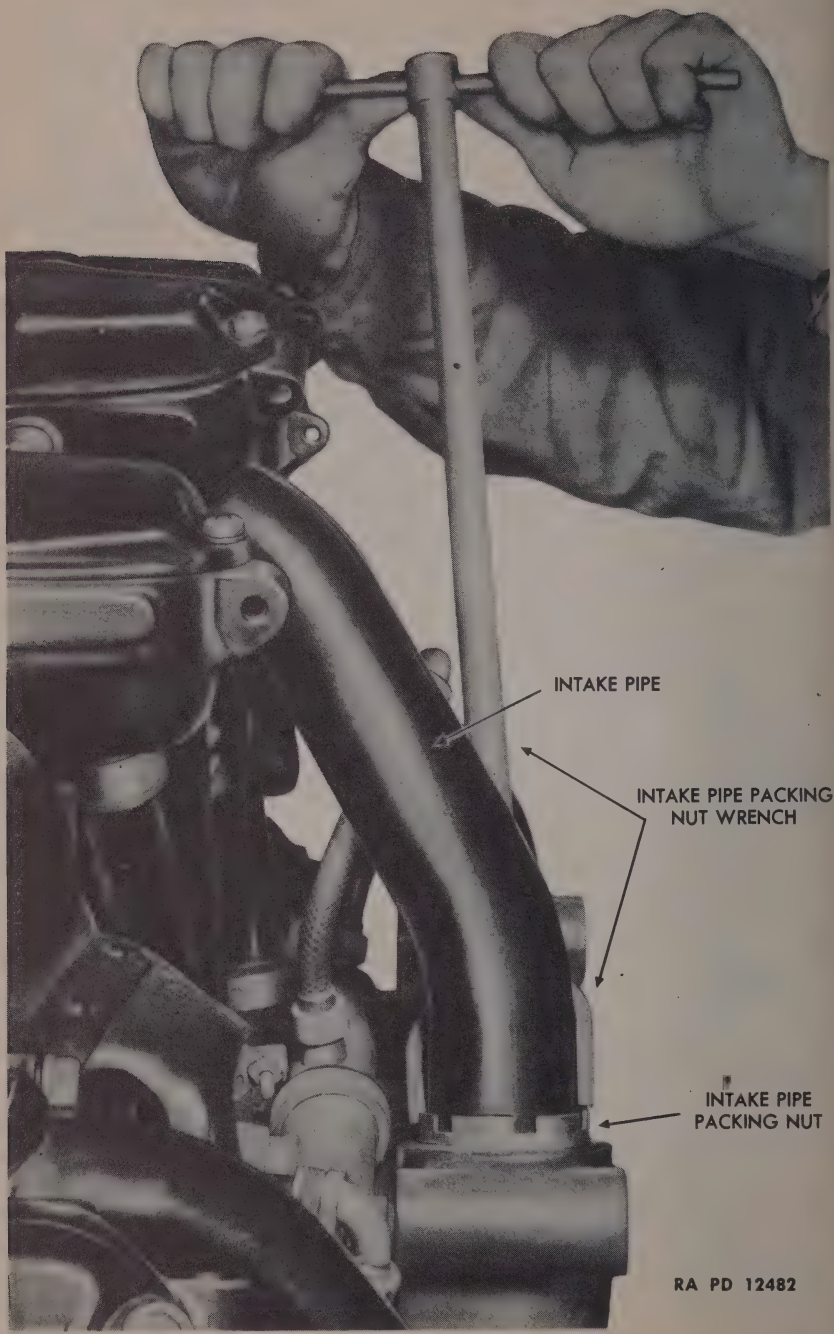

Figure 66—Use of Special Wrench to Tighten Intake Pipe Packing Nut
(1) Loosen intake pipe packing nut with special wrench (fig. 66) and slide it up on the pipe. Remove the old packing.
(2) Make long diagonal cut in the new packing, preferably using a razor blade to secure a clean edge.
(3) Spread packing and place it around intake pipe. Push it down into place with the packing nut. Be sure that the nut is properly threaded on manifold and tighten down carefully to avoid distorting the packing.
(4) REPEAT TEST FOR AIR LEAKS.
(1) With special intake pipe packing nut wrench, loosen the intake pipe gland nut and turn it out all the way (fig. 66).
(2) Remove the 3 cap screws ($^{9}/_{16}$-in. open-end wrench), holding the intake pipe flange to the cylinder intake port. Pull pipe away from intake port and lift out.
(3) Lift out packing from intake manifold port.